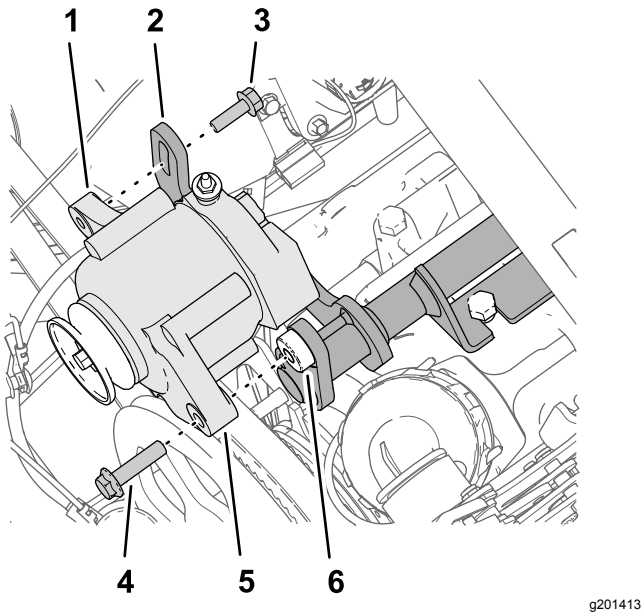

Rysunek 184
1. Zamontuj alternator (60 A) do gwintowanego trzpienia na wsporniku alternatora (Rysunek 184) używając śruby kołnierzowej (⅜ x 1½ cala).
2. Zamocuj gwintowaną wypustkę alternatora do wypustki z wycięciem podłużnym wspornika alternatora (Rysunek 184) używając śruby kołnierzowej (8 x 25 mm).